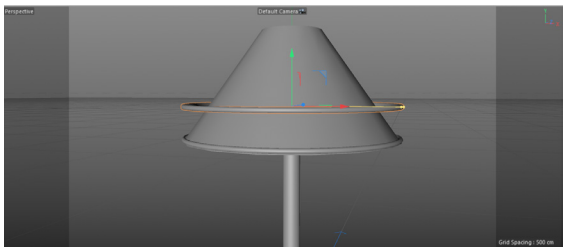

Figure 3-9 *Placing shadedesign1.1 on shade*
24. Make sure *shadedesign1* is selected in the viewport. Next, press and hold the CTRL key and drag the cursor upward; a copy of *shadedesign1* is created with the name *shadedesign1.1*. Next, place it on *shade,* refer to Figure 3-9.